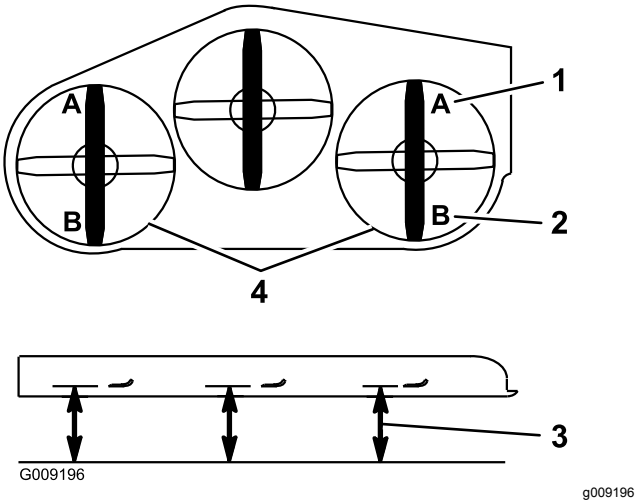

**Figur 96**
9. Mät från den plana ytan till den främre knivspetsen på däckets båda sidor (position A) enligt Figur 96.
15. Mät från den plana ytan till den bakre knivspetsen på däckets båda sidor (position B) enligt Figur 96.